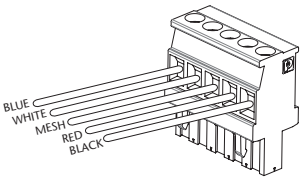

fig. 5
2. Conecte los conductores individuales del cable CAN-Bus al conector macho enchufable de 5 polos (951 880), suministrado con el equipo (fig. 5).